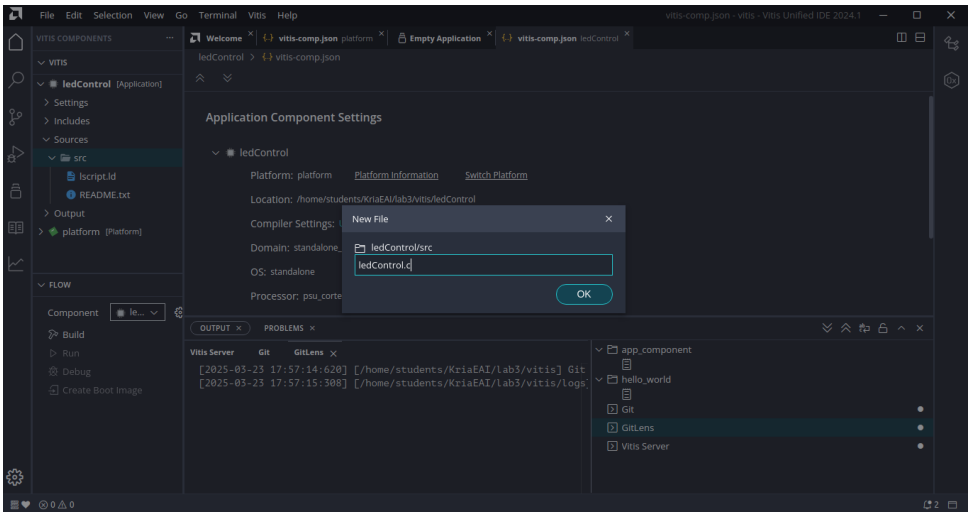

Figure 24: Adding C source file
13. Now expand the application component(e.g ledControl) and expand **Sources** option then right-click on the **src** and add a new C source file(e.g ledControl.c). Click on **OK**. Refer figure 24.